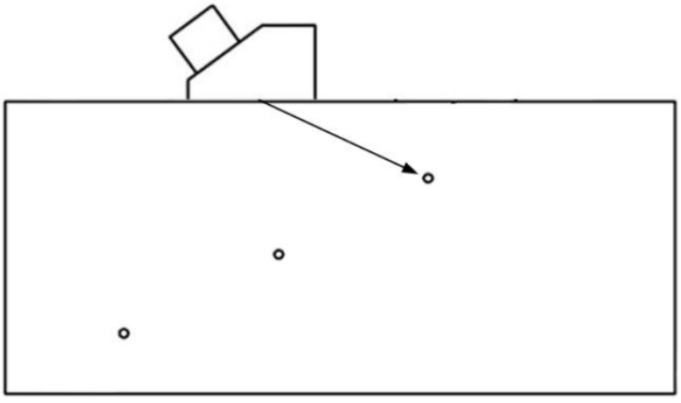

Figura 4-28 Método de calibración de profundidad 1 Bloque de prueba
1) Como se muestra en la figura 4-28, coloque la sonda en el bloque de prueba.